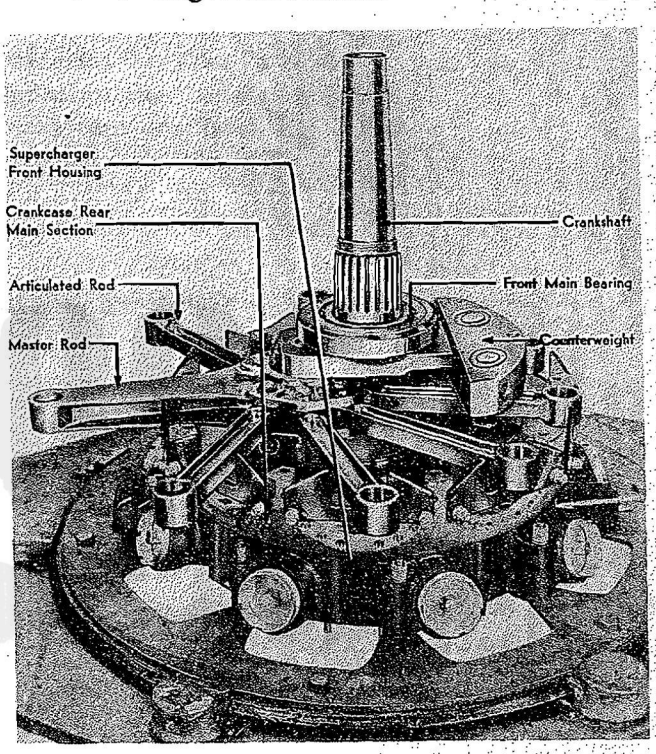

Figure 225—Crankshaft Assembled to Crankcase Rear Main Section
a. Install a lifting eye in the crankshaft front extension, screwing it on the reduction driving gear retaining nut threads. Lower the crankshaft assembly carefully onto the rear main section, placing the master rod in the No. 1 cylinder pad location and the articulated rods in their respective locations. Refer to Figure 225. When the assembly is in its proper location, remove the lifting eye and install the crankshaft front end protector (Tool No. 800986).